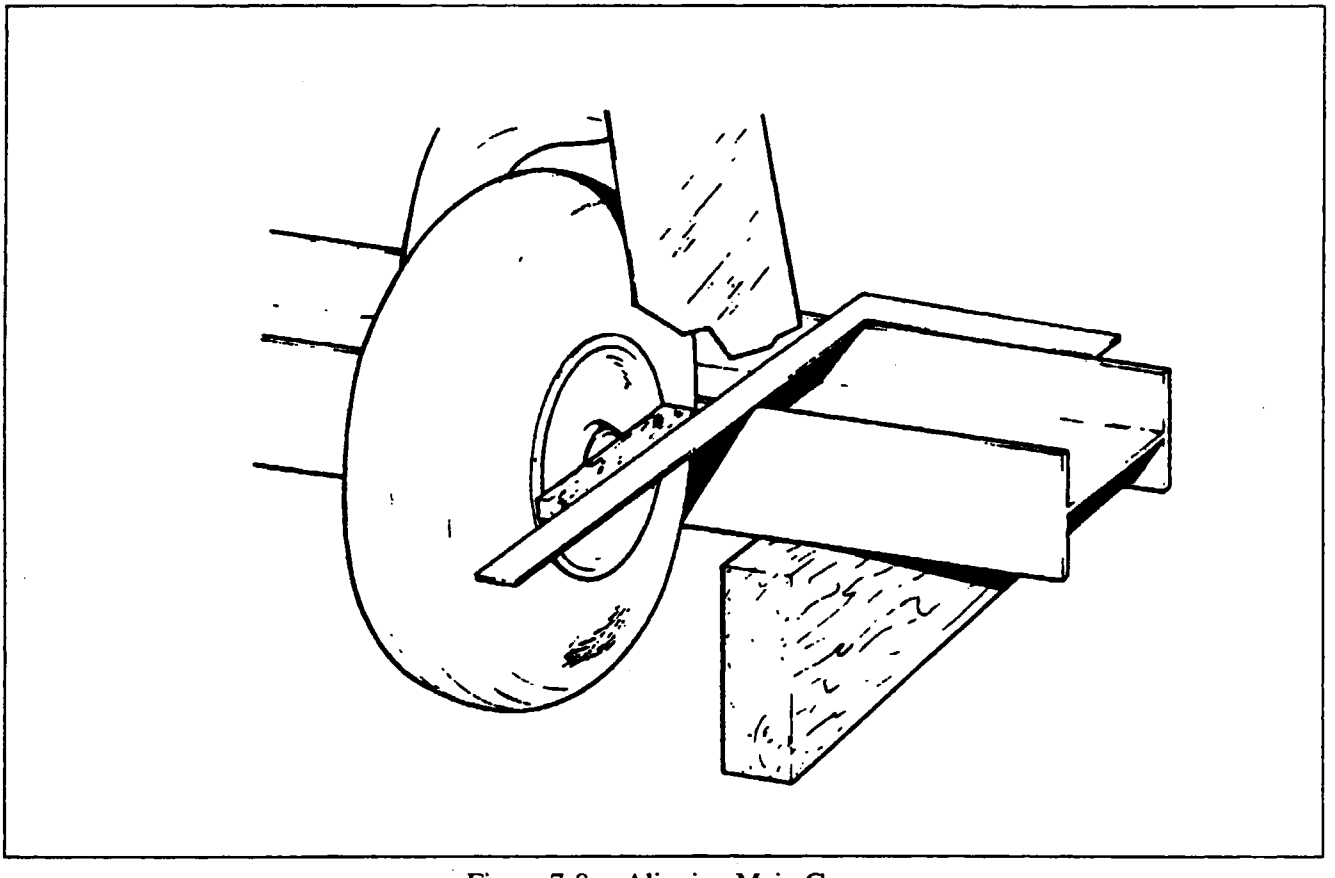

Figure 7-8a. Aligning Main Gear
d. Place a straightedge no less than fifteen feet long across the front of both main landing gear wheels. Butt the straightedge against the tires at the hub level of the landing gear. Ascertain that the straightedge is the same distance from the forward side of the axle hubs. Devise a support to hold the straightedge in position. (Refer to Figure 7-8a.)
e. Fabricate a spacer block per dimensions given in Figure 7-32, and place this spacer block against the wheel rim at the hub line, with the wide end of the spacer towards the front of the wheel. (Refer to Figure 7-8a.)